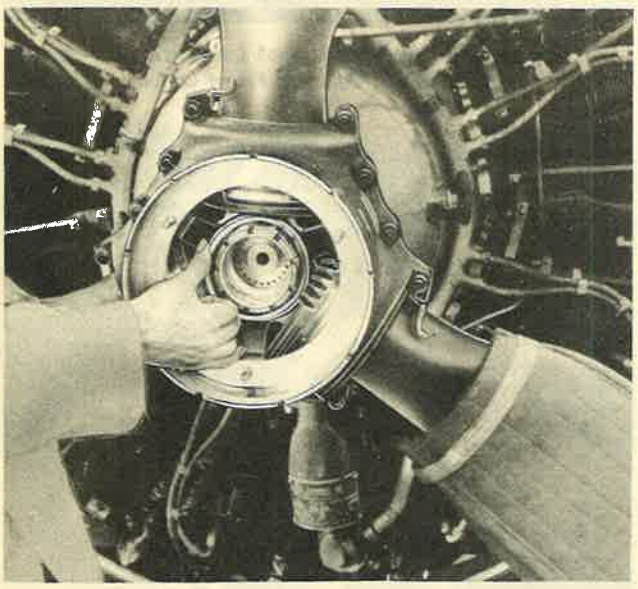

Figure 242—Installation of Hub Snap Ring Into the Spider Hub Snap Ring Groove
(6) Compress the hub snap ring and install it in the spider hub snap ring groove. (See figure 242.)